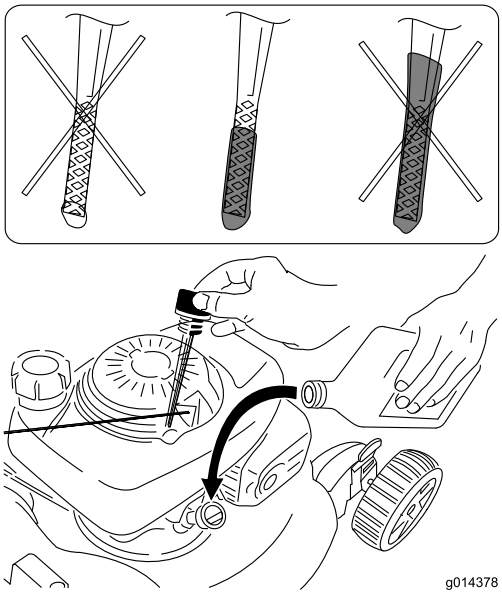

Bild 7
2. Entfernen Sie den Peilstab (Bild 7) und füllen Sie Öl in den Einfüllstutzen bis ca. 3/4 des Füllvolumens des Kurbelgehäuses ein.
5. Nehmen Sie den Peilstab heraus und lesen Sie den Ölstand ab (Bild 7).